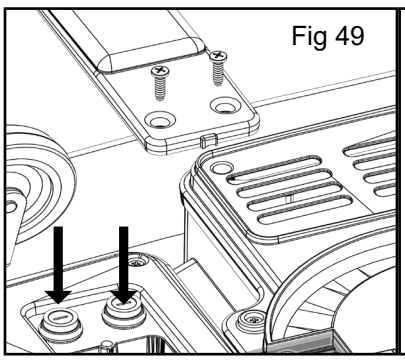

Fig 49
Fuse (B) (See fig 49) is the mains fuse x 2.
Sicherung (B) (siehe Abb. 49) ist die Netzsicherung (2 x).
Le fusible (B) (voir figure 49) est le fusible secteur x 2.